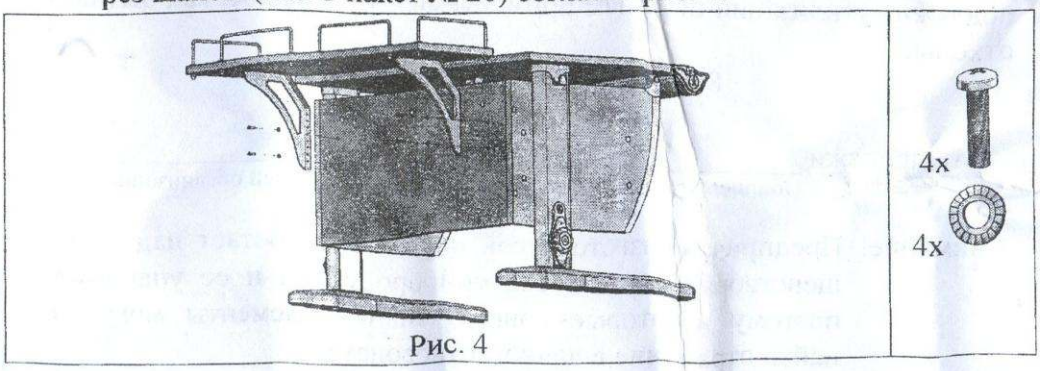

Рис. 4
3.2.1. Из стенки задней основания стола удалить заглушки технологические и прикрутить полку при помощи винтов (поз. 2 пакет № 20) через шайбы (поз. 3 пакет № 20) согласно рис. 4.
4.3. Для регулировки полки по высоте следует выкрутить винты крепления полки к столу согласно рис. 4, установить полку на требуемую высоту и снова закрутить винты крепления полки.